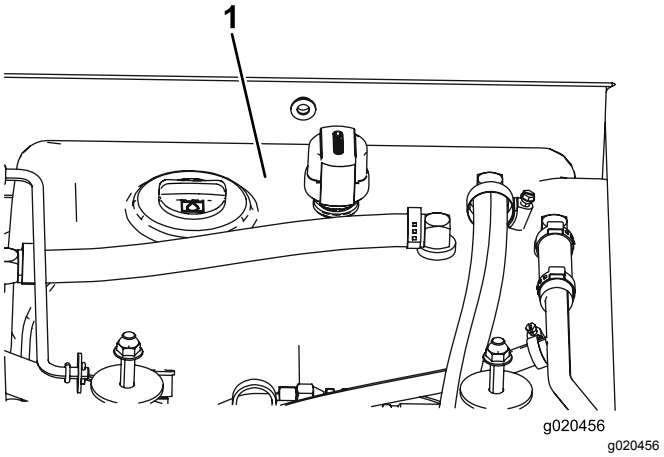

Figur 99
3. Fyll tanken (Figur 99) med hydraulvätska; se Kontrollera hydraulvätskan.